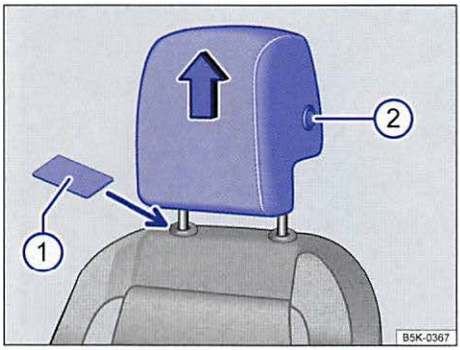

Fig. 39 Removing the front head restraints.
- Slide a flat object, such as a plastic credit card, underneath the right side of the cap on the right-hand seat guide rod ⇒ fig. 39 ①.
- To release the left-hand guide rod, press button ② in (towards guide rod) and hold.
- Pull the head restraint out completely while holding button ②.